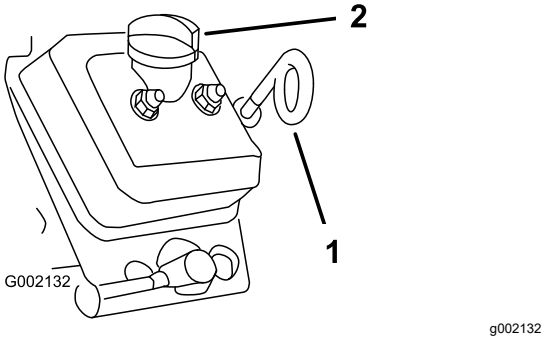

Figur 35
5. Bruk en fille til å rengjøre området rundt oljepeilestaven og påfyllingslokket (Figur 35), slik at smuss ikke kan falle ned i peilestavrøret eller oljepåfyllingshalsen og skade motoren.
6. Ta ut peilestaven, og tørk av enden (Figur 35).
7. Skyv peilestaven helt inn i peilestavrøret (Figur 35).
10. Sett på lokket (Figur 35).
11. Sett peilestaven ordentlig på plass (Figur 35).